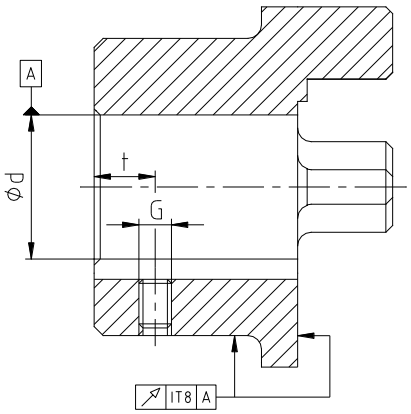

Рис. 13: Точность радиального и торцевого биения
- При изготовлении посадочного отверстия заказчиком необходимо выдержать точность по радиальному и торцевому биению (см. рис. 13).